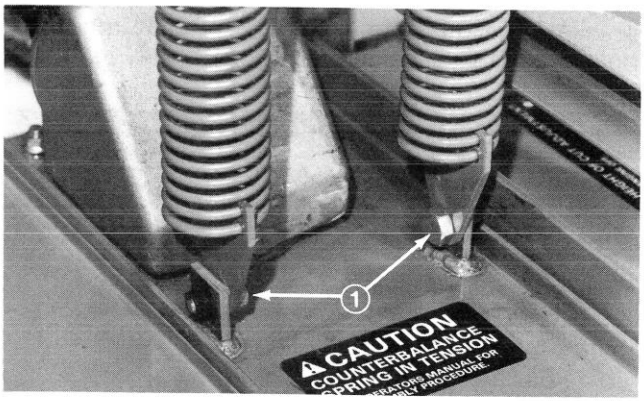
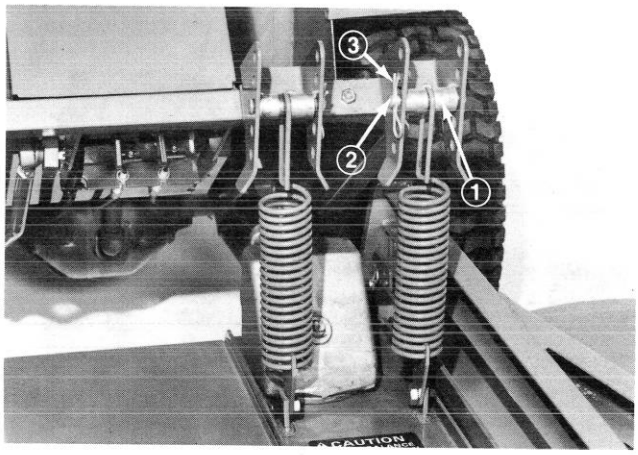

Figure 13
Figure 14
3. Mount spring ends to cutting unit gear box base with shoulder bolts and flange nuts (Fig. 13). Hook end of the spring should be offset toward rear of cutting unit (Fig. 14).
4. Start engine and raise cutting unit. Insert long hook end of spring into center groove of spacer, align spacer and spring with center bracket holes and insert clevis pin through center bracket hole, spacer and spring (Fig. 14). Secure assemblies with hairpin cotters (Fig. 14).